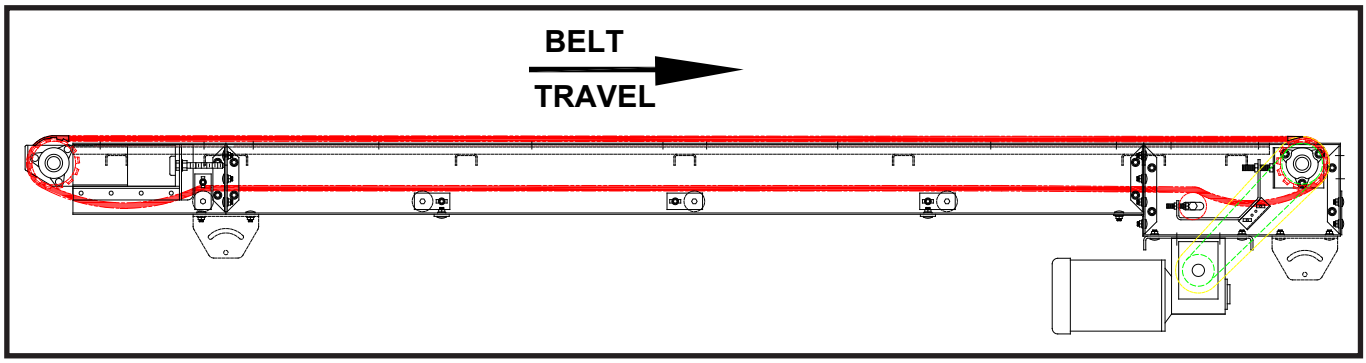

FIGURE 4
2. As a double check, lay out belt on a level surface and pull tight. The belt should lay flat and be in a straight line. See ***FIGURE 4***.